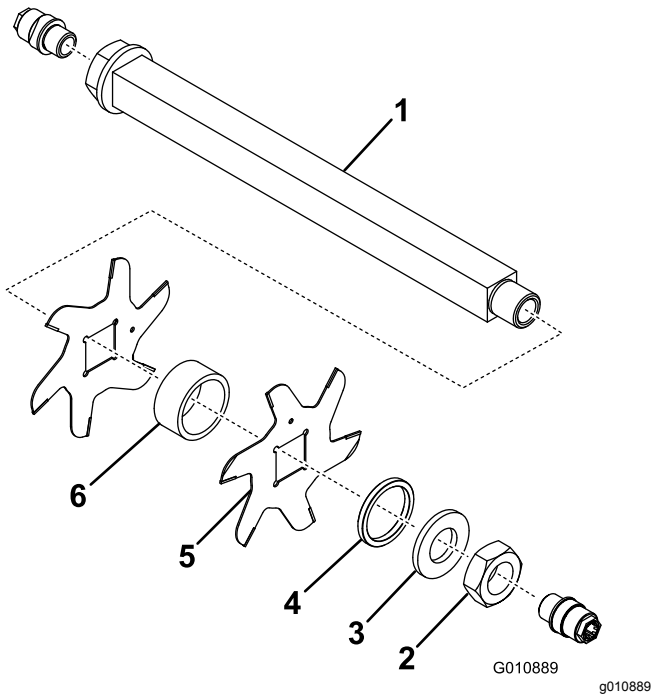

Figura 17
3. Retire el espaciador pequeño, la arandela, las cuchillas y los espaciadores grandes. Limpie el eje cuadrado y lubríquelo con una capa ligera de grasa para simplificar el montaje (Figura 17).